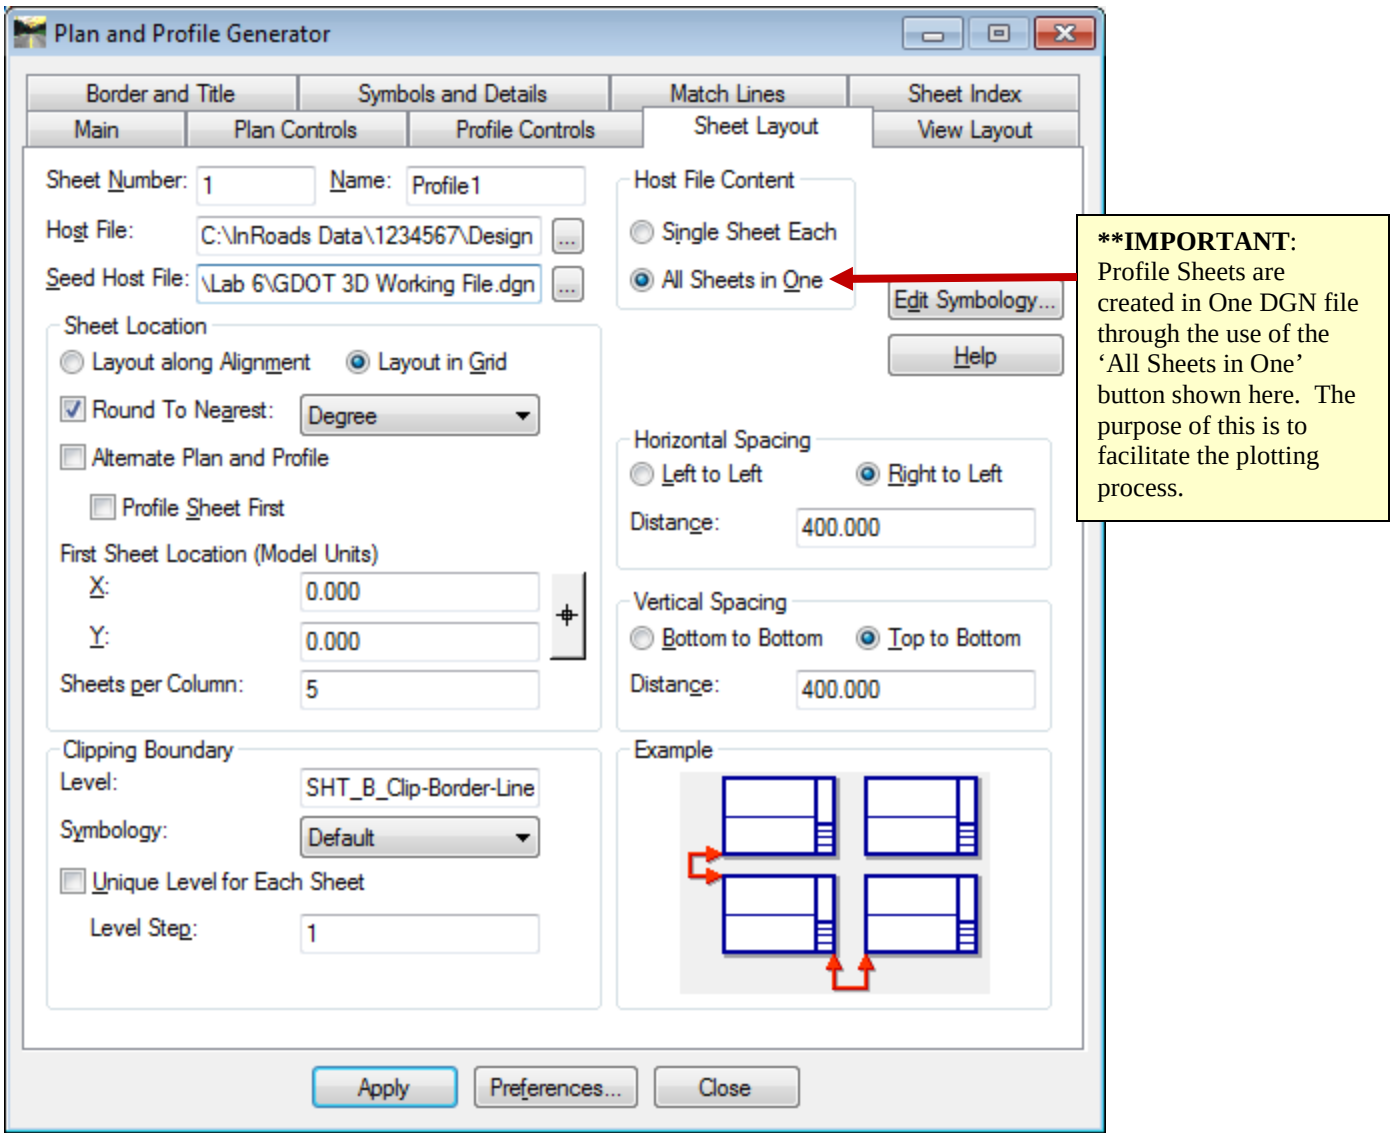

Figure L6-3 Plan and Profile Generator
• Verify your entries match those shown in *Figure L6-3*.